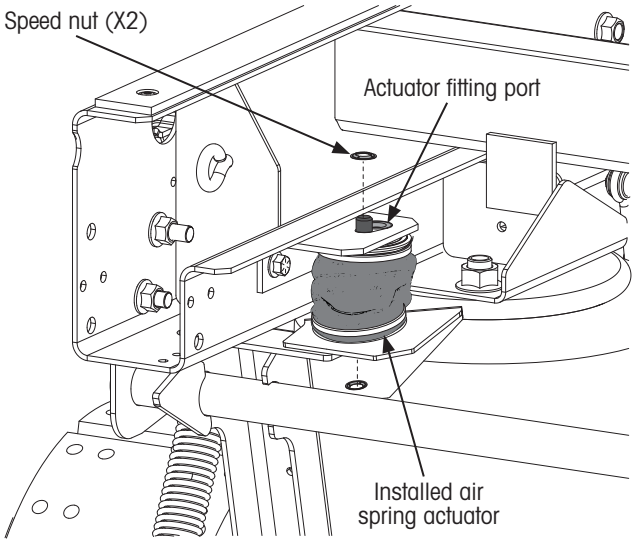

Figure 16: Installing air spring actuator
3. **Position** the air spring actuator between the upper actuator bracket and support arm assembly actuator bracket as shown in Figure 16 (fitting port pointing upward).
5. **Rotate** air spring actuator so the port for the air fitting protrudes through the upper actuator bracket (Figure 16).
6. Using a 1/2 deep-well socket, **press** a speed nut on the top and bottom mounting stud of the air spring actuator (Figure 16).